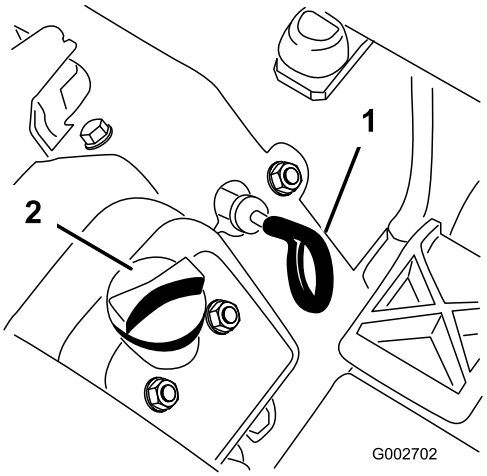

Figur 13
3. Trekk ut peilestaven (Figur 13) og tørk den med en ren fille. Sett peilestaven inn i røret, og pass på at den når helt ned. Fjern peilestaven fra røret, og sjekk oljenivået. Hvis oljenivået er lavt, må du ta av tanklokket fra ventildekslet og fylle på nok olje til nivået når opp til Full-merket på peilestaven.